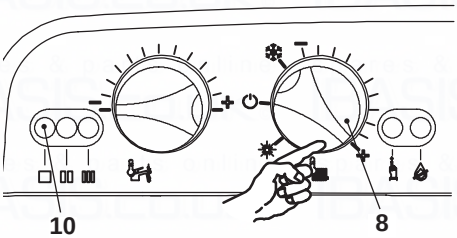

Fig. 7.9
- Turn the boiler ON positioning the control selectors 8 in the positions as shown in as in Fig. 7.9 and ensure that the timer selector switch and room thermostat, if fitted, are set to “heat demand”.
- Watch the gauge and check to see if the ignition pressure registered corresponds to the values as given in the Technical Data. Turn off the boiler and reignite it by turning the function selector 8 to the OFF position and then back to that indicated in Fig. 7.9.